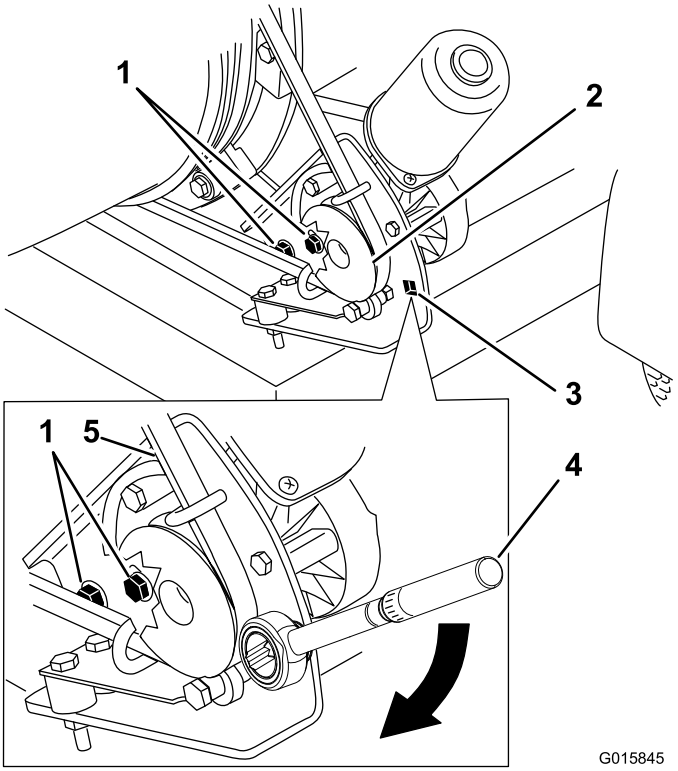

Figur 31
1. Løsn de bolte, der fastgør remskivens monteringsbeslag til blæsemaskinens stel (Figur 31).
2. Placer en momentnøgle i remskivens monteringsbeslag (Figur 31).
3. Drej remskivens monteringsbeslag væk fra dysen, indtil momentnøglen viser 22,6 til 26,0 Nm (Figur 31).